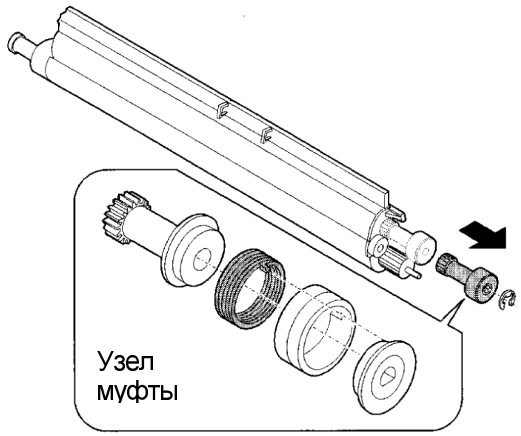

Рисунок 1. Снятие муфты щетки очистки барабана переноса
3. (Рисунок 1): Снимите муфту щетки очистки барабана переноса.